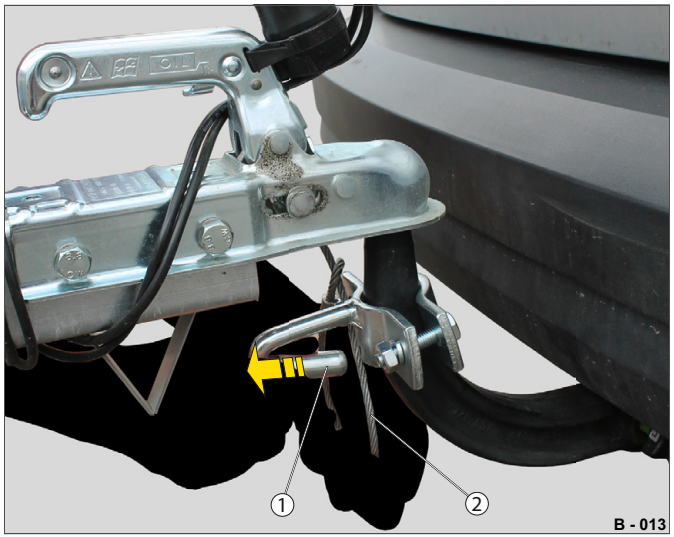

Abb. 11 Připevnění záchytného lanka
▶ Zatáhněte za uzávěr (Abb. 11/1) upínacího zařízení a současně vložte záchytné lanko (Abb. 11/2) jako smyčku.